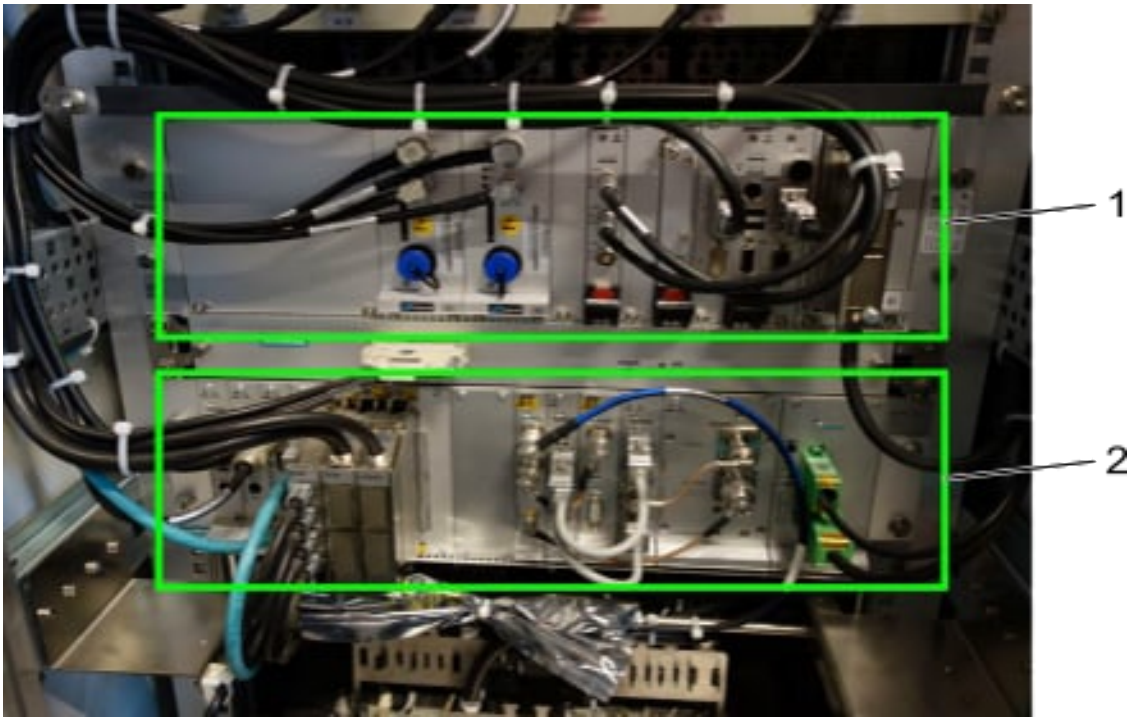

Fig. 38: Armadio ETCS (+13a)
Il computer vitale EVC (European Vital Computer) costituisce l'elemento chiave del sistema ETCS. L'EVC è il computer centrale del sistema ETCS, installato nell'armadio ETCS (+13a), cfr. Fig. 38 (2).
Il computer NVC (Non Vital Computer) è utilizzato a fini diagnostici e per la comunicazione radio (via GSM-R) con il centro RBC (Radio Block Center). Il dispositivo è anch'esso alloggiato nell'armadio ETCS (+13a), cfr. Fig. 38 (1).